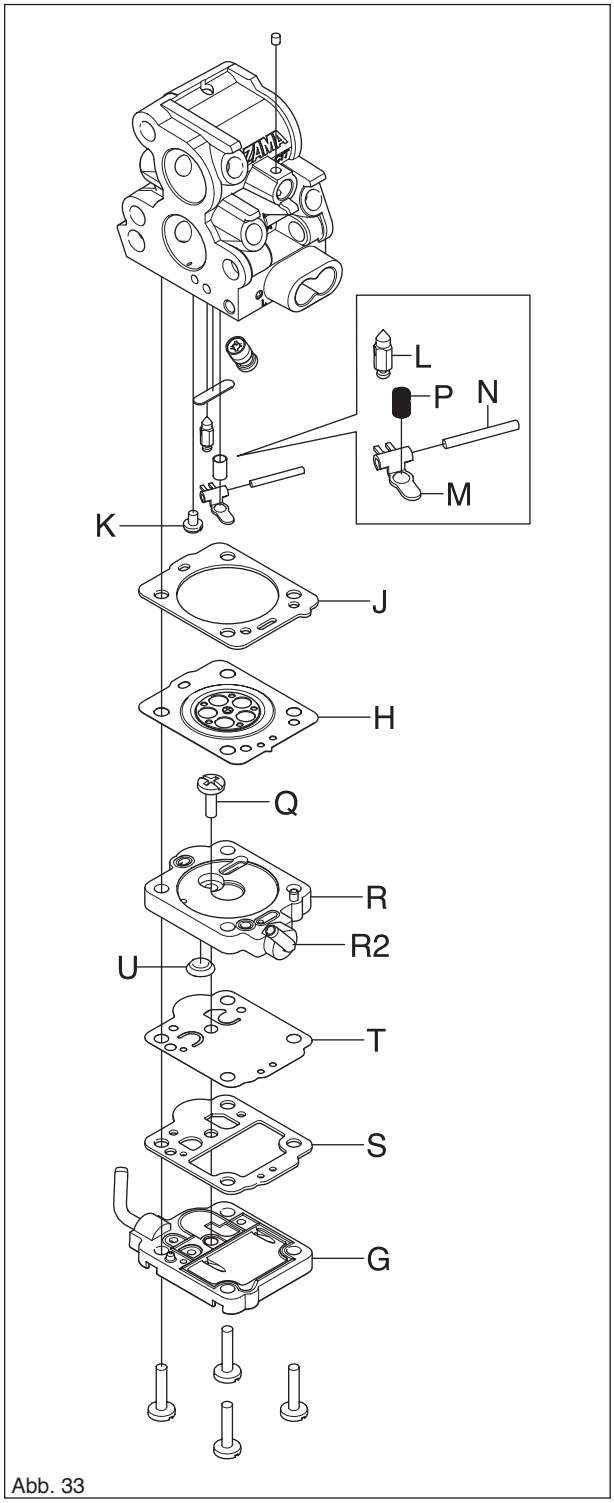

Abb. 33
3. Das Nadelventil (U) und dessen Hebelarm (M) dürfen nicht verschlissen sein. (Siehe Abb. 33.)
6. Das Ansaugrohr (R2) muss intakt sein. (Siehe Abb. 33.)
2. Die Schrauben für hohe (V) und niedrige (W) Drehzahl mit Federn einbauen. ACHTUNG! Die Schrauben nicht bis zum Anschlag anziehen. Ansonsten können Sitze und Nadelspitzen beschädigt werden.
3. Kraftstoffsieb (U) mithilfe eines kleinen Schraubenzieherschafts montieren. (Siehe Abb. 33.)
4. Pumpendeckel (G), Dichtung (S) und Dosierkammerdeckel (R) über die Pumpe montieren (siehe Abbildung 33).